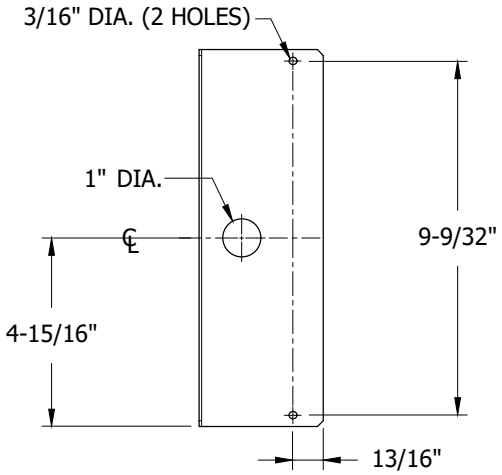

FIGURE 50
B. FASTEN SHIELD TO DOOR BY SECURING THE INCLUDED THREAD CUTTING SCREWS INTO THE TWO 3/16" HOLES ON THE SHIELD (SHOWN ON FIGURES 50 AND 52).